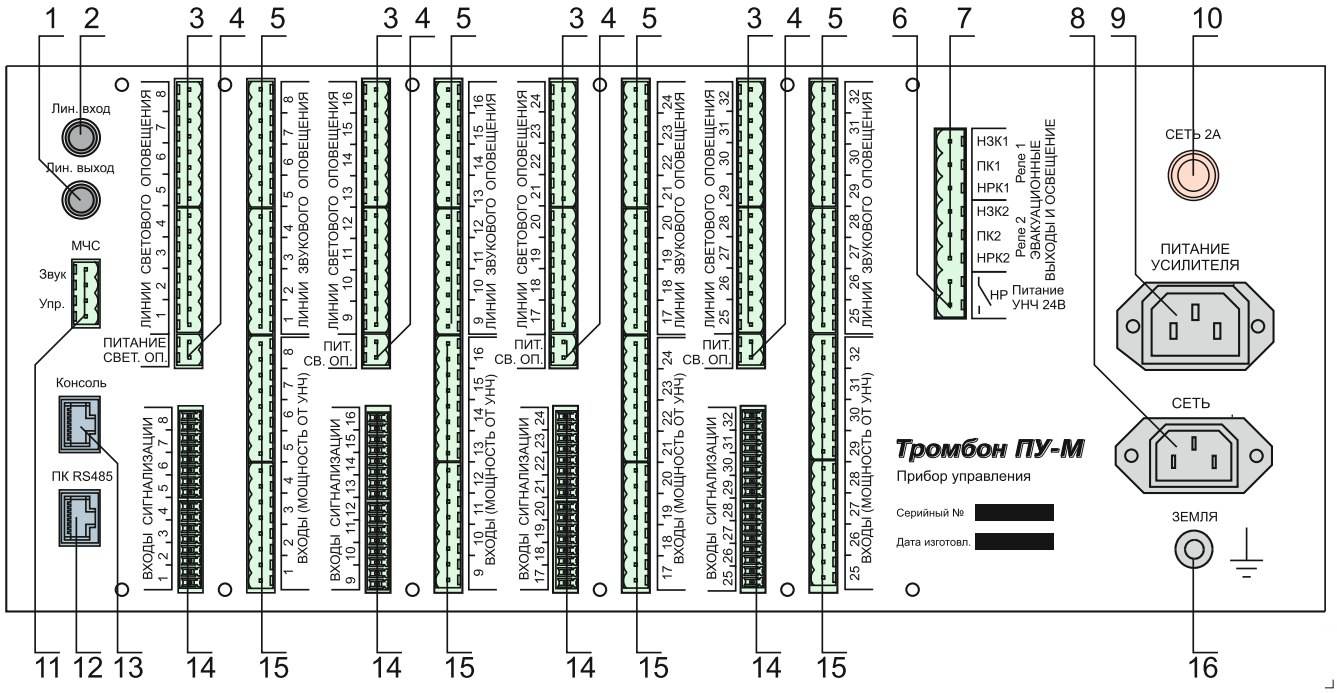

Рис. 2. Прибор управления «Тромбон ПУ-М», вид со стороны задней панели.
3.11.1. «ВХОДЫ СИГНАЛИЗАЦИИ» (рис. 2, поз. 14).
3.11.2. Вход «МЧС» (рис. 2, поз. 11).
3.11.3. Порт «ПК RS485» (рис. 2, поз. 12).
3.11.4. Порт «Консоль» (рис. 2, поз. 13).
3.11.5. Разъем «Лин. ВХОД» - линейный вход (рис. 2, поз. 2).
3.11.6. Разъем «ПИТАНИЕ СВЕТ. ОП.» (питание линий светового оповещения) (рис. 2, поз.4).
3.11.7. Разъем «СЕТЬ» (рис. 2, поз 8).
3.11.8. Разъем «ВХОДЫ (МОЩНОСТЬ ОТ УНЧ)» (рис. 2, поз.15).
3.12.1. Разъем «Лин. ВЫХОД» - линейный выход (рис. 2, поз. 1).
3.12.2. Разъемы «ЛИНИИ СВЕТОВОГО ОПОВЕЩЕНИЯ» (рис. 2, поз. 3).
3.12.3. Разъем «ЛИНИИ ЗВУКОВОГО ОПОВЕЩЕНИЯ» (рис. 2, поз. 5).
3.12.4. Разъем «Питание УНЧ 24В» (рис. 2, поз. 6).
3.12.5. Разъем «ЭВАКУАЦИОННЫЕ ВЫХОДЫ И ОСВЕЩЕНИЕ» (рис. 2, поз. 7).
3.12.6. Разъем «ПИТАНИЕ УСИЛИТЕЛЯ» (рис. 2, поз. 9).